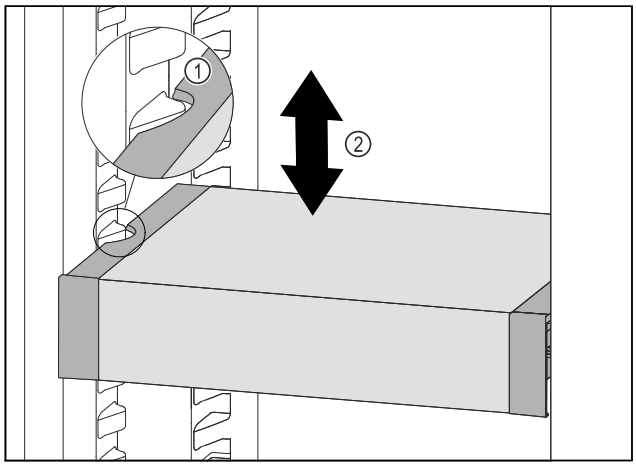

Fig. 143
▶ Tirer le VarioSafe vers l'avant jusqu'à ce que les encoches latérales du VarioSafe soient à la hauteur de la nervure du bac dans la partie réfrigérateur. *Fig. 143 (1)*
▶ Déplacer le VarioSafe vers le haut ou vers le bas dans la partie réfrigérateur jusqu'à ce que la hauteur souhaitée soit atteinte. *Fig. 143 (2)*